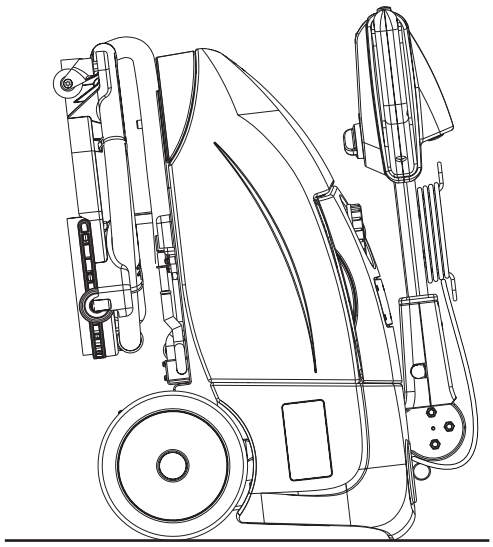

Figura 4
2. Abrir la tapa (4) y desconectar el conector de la batería (7).
4. Para proteger el cepillo y los cauchos de la boquilla doblar el manillar (2) adelante y aparcar la máquina como indicado en la figura 4.